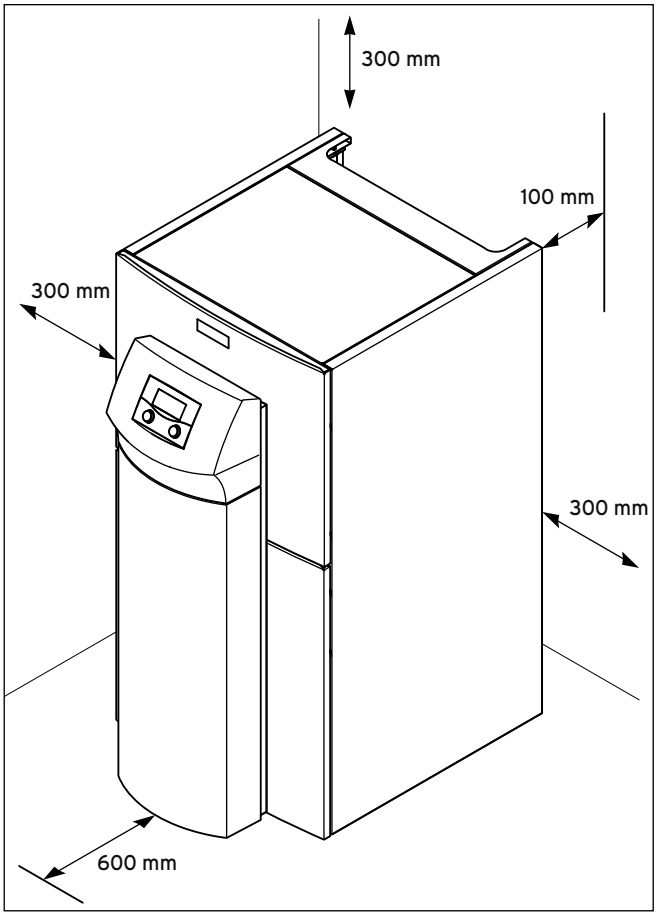

Abb. 4.5 Mindestabstände zur Aufstellung der Inneneinheit
- Achten Sie darauf, dass die erforderlichen Mindestabstände eingehalten werden können (→ **Abb. 4.5**).